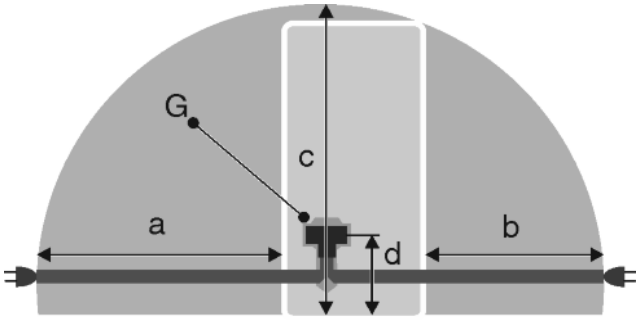

Fig. 28
- Розетка находится вне зоны задней стенки в данной зоне. *Fig. 28 (a, b, c)*
▶ Штекер устройства *Fig. 28 (G)* подсоединить с задней стороны устройства. Следить за правильной фиксацией.